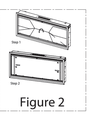

Figure 2
6.Ensure that the fireplace body is securely attached without any defects. Reinstall the two pressure strips removed in Step 4 (see Figure 2).